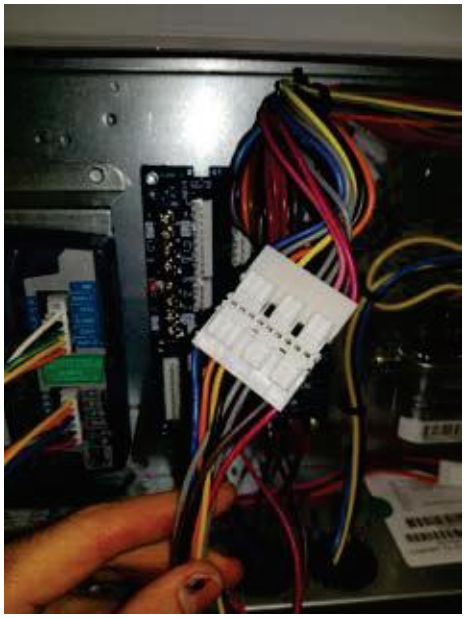

Figure 19 – Connect 10-pin Plugs Together
Step 26: Connect the 10-pin female ECON plug removed from the CTB to the 10-pin male plug from the Jade controller harness. See Figures 19 and 28
Step 33: Screw the 9901-2021 mixed air (MAT) sensor (Honeywell C7250) to the left side edge of indoor blower through pre-punched holes, see Figure 19. Confirm that the screws do not interfere with blower rotation. Connect the 2-pin plug from the 9962-0407-SAOAEXT harness to the MAT sensor. See Figures 25 and 28.